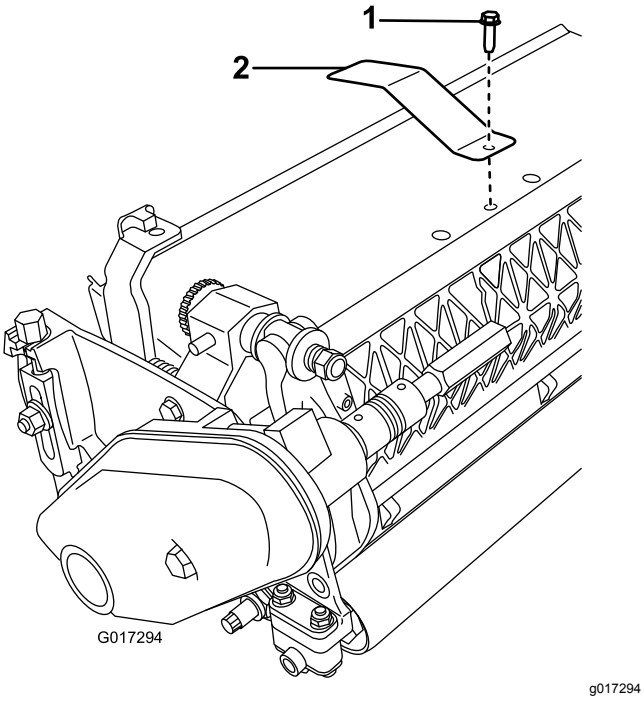

**Rysunek 3**
2. Odkręć śrubę środkowej osłony trawy (Rysunek 3).
3. Zamontuj płytkę stykową w górnej części zespołu tnącego, używając wcześniej odkręconej śruby (Rysunek 3).